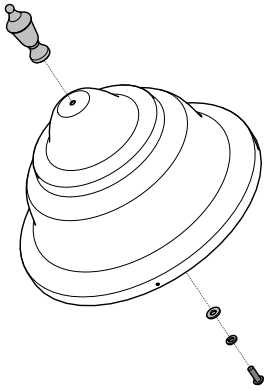

Figure 1
1. Assemble the finial and cover with the provided hardware [**Figure 1**].